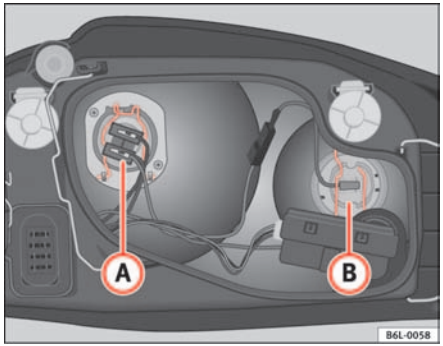

Fig. 145 Main beam lamp
– Remove the lamp cable connector (B) ⇒ fig. 145.